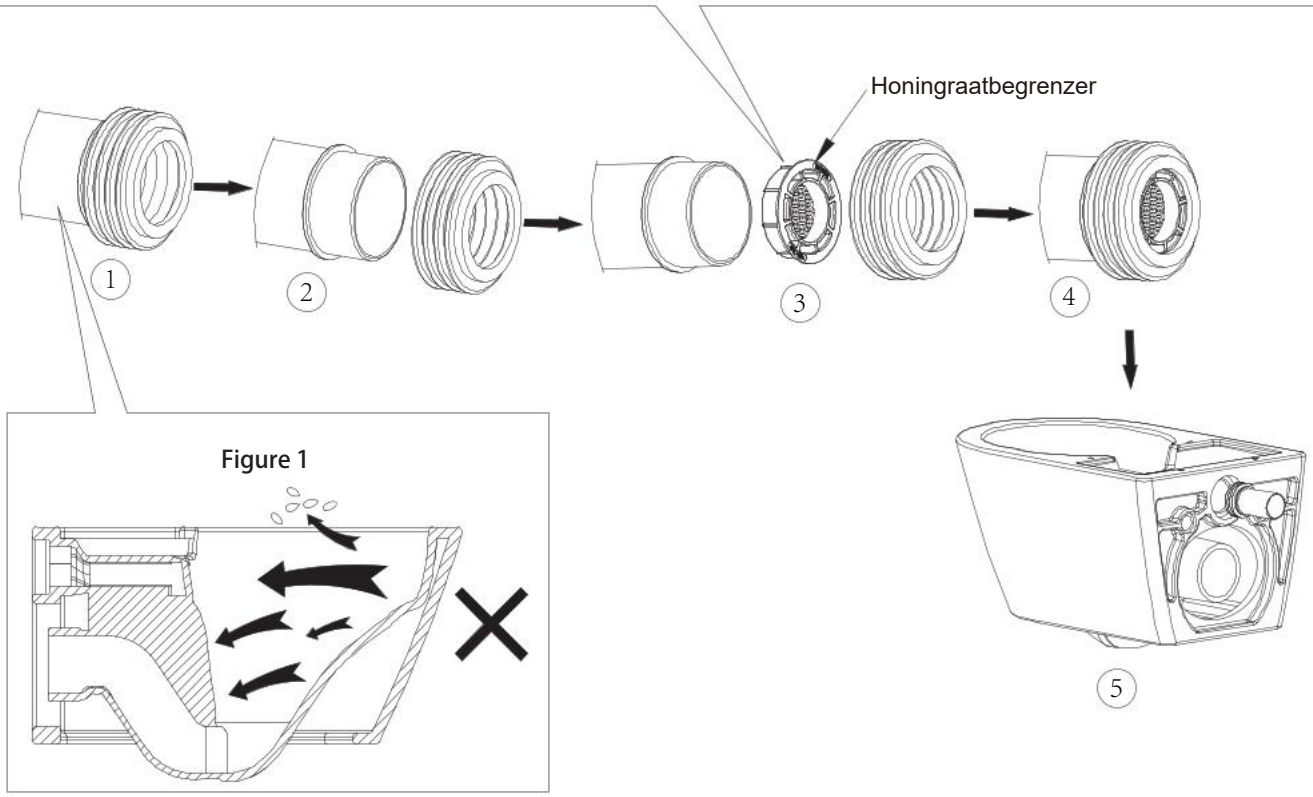

Figure 1
1. Wanneer er geen spatverschijnsel optreedt in het toilet zoals weergegeven in afbeelding 1, is het niet nodig deze honingraatbegrenzer te monteren, en de drie honingraatbegrenzers kunnen direct worden weggegooid.
2. Wanneer het toilet wel spat zoals weergegeven in afbeelding 1, test dan het water volgens de onderstaande stappen: